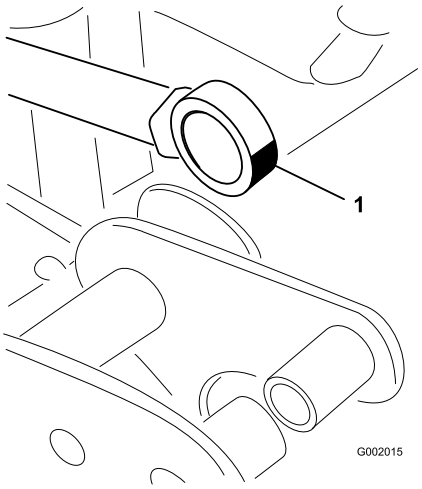

Figur 35
5. Rör på manövreringsstångens lagerände och smörj med fett i lagret (Figur 35). Torka av överflödigt fett.